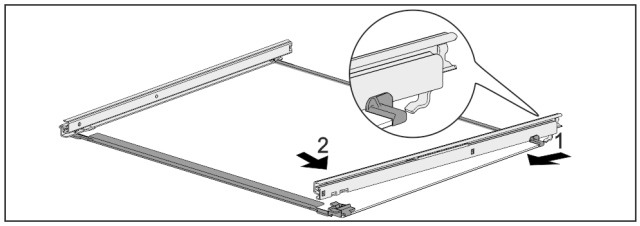

Fig. 166 Glasplatte mit Schienen
▶ Schiene hinten einhaken. *Fig. 166 (1)*
▶ Schiene vorne einrasten. *Fig. 166 (2)*